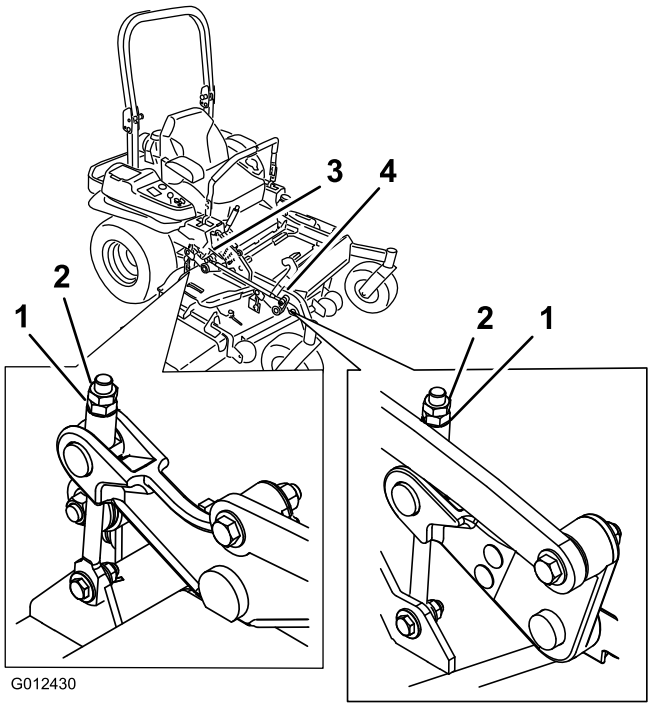

Figuur 86
10. U kunt de stelmoer op de hefinrichting van het voorste maaidek draaien om deze nog nauwkeuriger in te stellen (Figuur 86).
16. U kunt de stelmoer op de hefinrichting van het voorste maaidek draaien om deze nog nauwkeuriger in te stellen (Figuur 86).